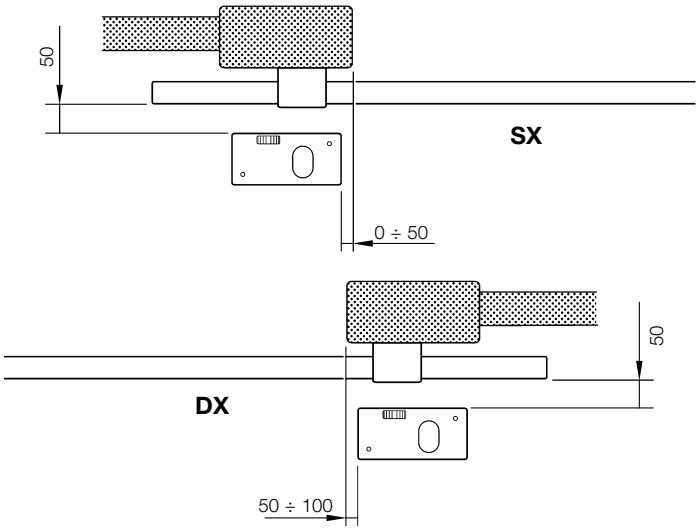
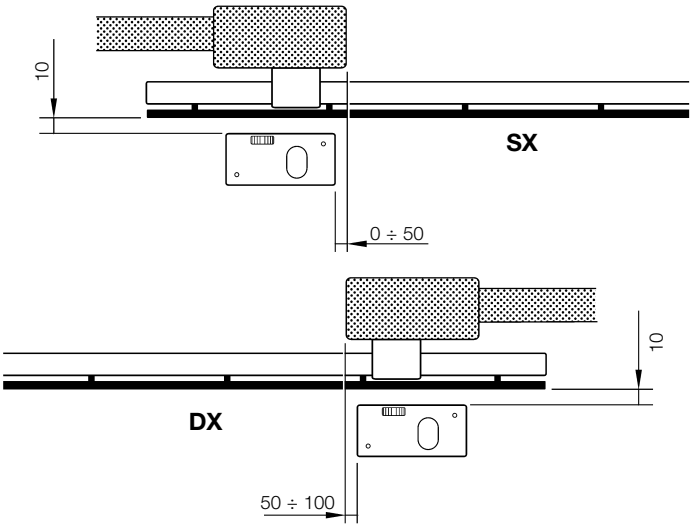
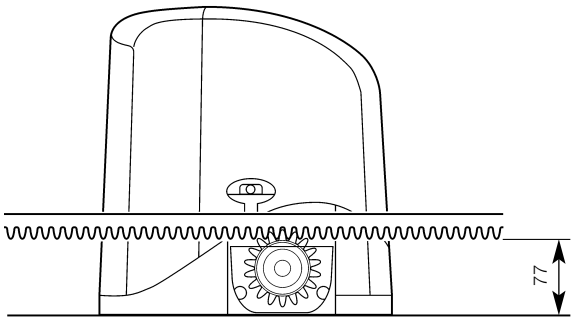

Abbildung 11
Abbildung 12
Abbildung 15
• Gleich ob der Toröffner links oder rechts montiert wird, müssen die Maße in Abbildung 11 (Tor ohne Zahnstange) und in Abbildung 12 (Tor mit bereits installierter Zahnstange) eingehalten werden.
• Sollte die Zahnstange bereits an das Tor montiert sein, muss geprüft werden, ob ihre Position mit den Abmessungen in Abbildung 15 kompatibel und die Teilung der Zahnstange Modul 4 (ca. 12 mm) beträgt.
1 Das Fundament ausgraben, dabei die Angaben in Abschnitt “Vorprüfungen” und insbesondere die Maße in Abbildung 11 auf Seite 7 einhalten.
4 Die Fundamentplatte so positionieren, dass die Seite mit den Furchen (sie geben die Position des Ritzels an) zum Tor hin gerichtet ist, dabei die Maße in Abbildung 11 einhalten.
1 Das Fundament ausgraben, dabei die Angaben in Abschnitt “Vorprüfungen” und insbesondere die Maße in Abbildung 12 auf Seite 7 einhalten. Besonders darauf achten, dass die Fundamentplatte 77mm von der Zahnstange entfernt sein muss – siehe Abbildung 15.
4 Die Fundamentplatte so positionieren, dass die Seite mit den Furchen (sie geben die Position des Ritzels an) zum Tor hin gerichtet ist, dabei die Maße in Abbildung 12 einhalten.